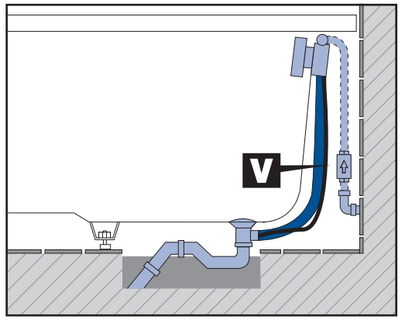
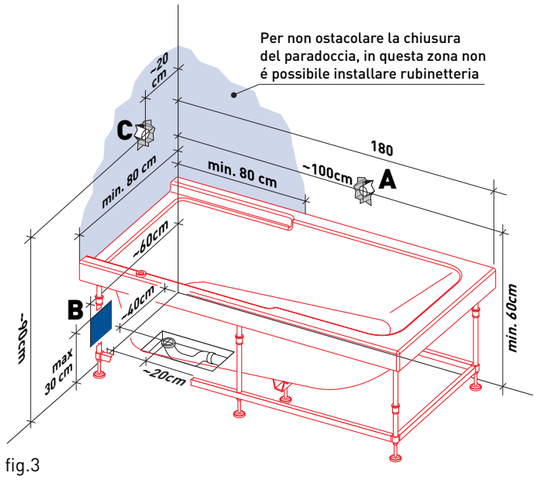

fig.2
fig.3
- Nel punto "**B**" (fig.3) occorre predisporre in caso di erogazione dal troppo pieno (fig.2), un attacco da **3/4"** per acqua miscelata proveniente dal miscelatore a parete, interponendo una valvola di non ritorno (**V**).